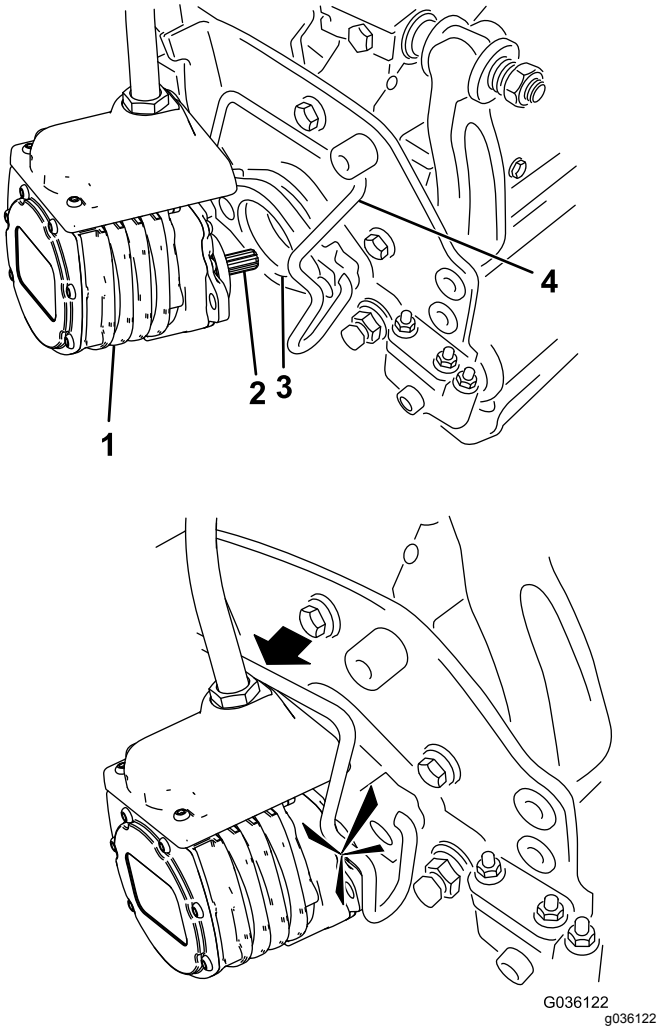

Rysunek 51
6. Nasmaruj wał z wypustem silnika zespołu tnącego cienką warstwą smaru (Rysunek 51).
7. Umieść silnik po lewej stronie jednostki tnącej (patrząc ze stanowiska operatora) i pociągnij pręt mocujący silnik na jednostce tnącej w kierunku silnika, aż do usłyszenia charakterystycznego kliknięcia po obu stronach silnika (Rysunek 51).